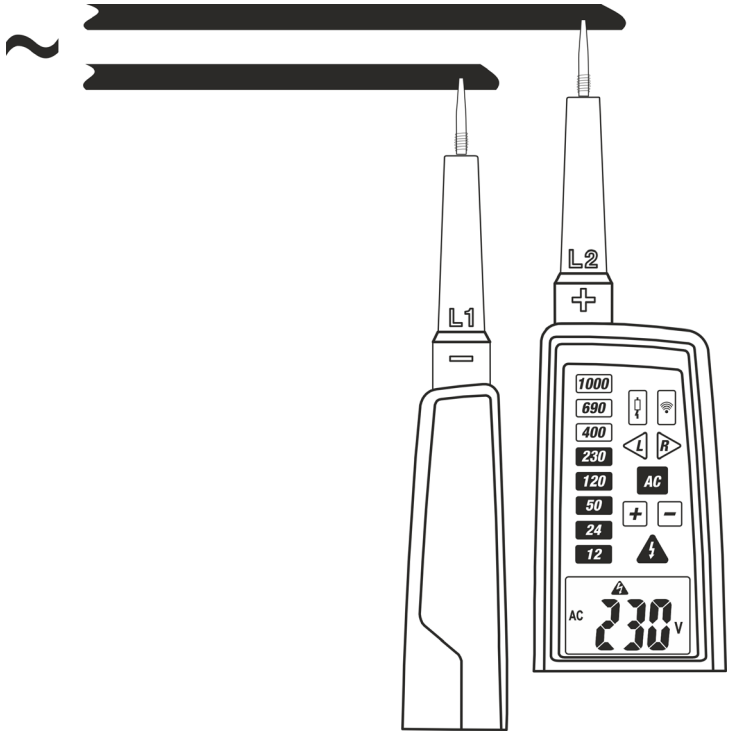

Abb. 5: AC Spannungsmessung
2. Verbinden Sie die Prüfspitzen **L1** und **L2** mit der zu messenden Quelle (siehe Abb. 5). Die Messung wird **nur bei Kontakt zwischen den Prüfspitzen und den Metallteilen der Leiter** durchgeführt.
2. Verbinden Sie die Prüfspitze **L2** mit der zu messenden Quelle (siehe Abb. 5). Die Messung wird **nur bei Kontakt zwischen den Prüfspitzen und den Metallteilen der Leiter** durchgeführt.